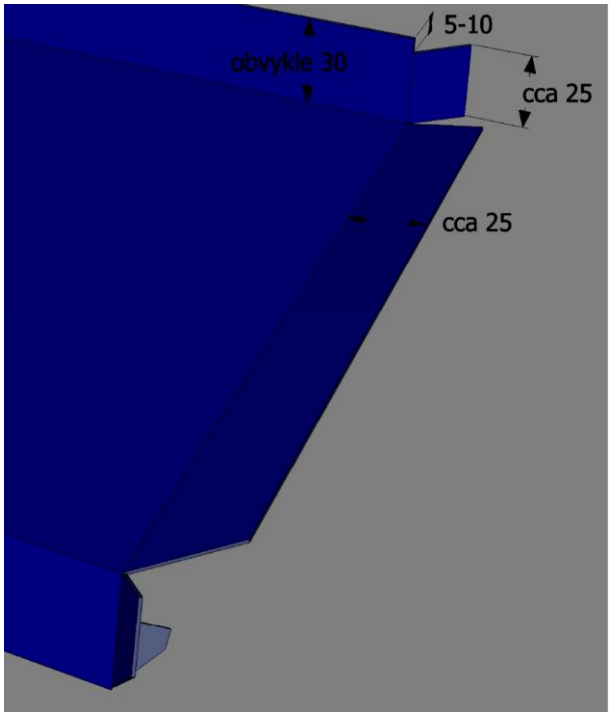

Abb. 29
Die üblichste Version der seitlichen Beendigung wird im Bild 29 dargestellt; falls eine andere Höhe des hinteren Saumes als die Empfohlene verlangt ist, muss man die Abmessungen nach oben genannten Regeln modifizieren.
1. Man muss die verlangte Länge der Brüstung messen, dann nach diesem Messen die seitliche Beendigung nach Bild 29 aufzeichnen, bzw., nach der Höhe des hinteren Saums modifizieren.